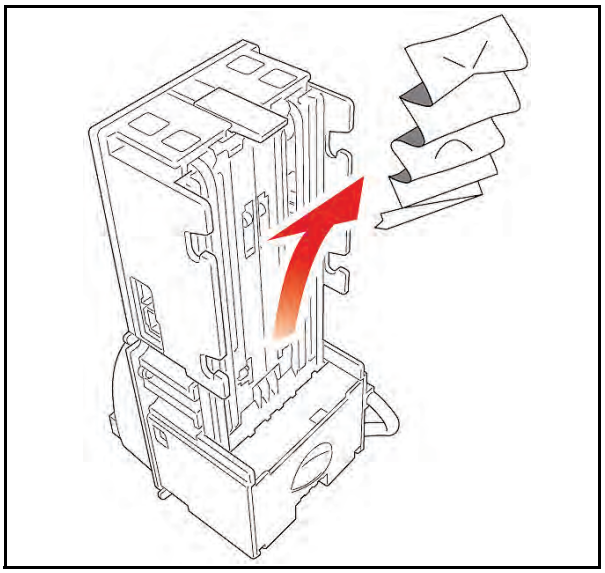

Figure 2-34 Clearing a Jammed Stacker Bill
2. Remove the jammed Bankknote following the large Arrow's path shown in Figure 2-34.